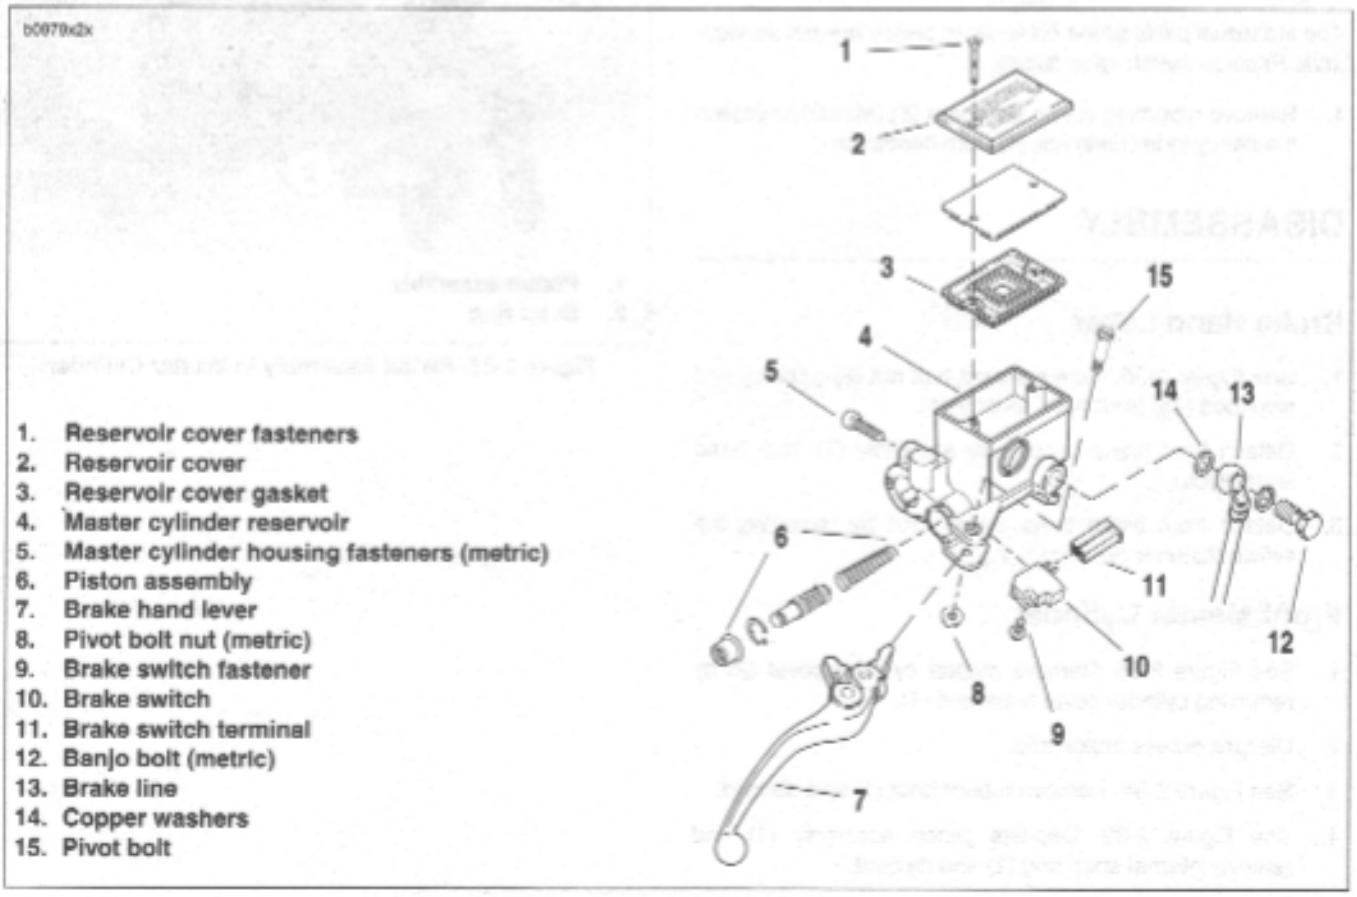

Figure 2-35. Front Brake Hand Lever Assembly
2. See Figure 2-35. Remove the banjo bolt (12) (metric) and two copper washers (14) to disconnect brake line (13) from master cylinder (4). Discard copper washers.
3. Unplug terminal (11) to detach brake lamp switch (10).
1. See Figure 2-35. Remove pivot bolt nut (8) (metric) and pivot bolt (15) from hand lever pivot.
2. Detach front brake hand lever assembly (7) from hand lever pivot.
3. Detach front brake lamp switch (10) by removing the switch fastener (9).
1. See Figure 2-35. Remove master cylinder cover (2) by removing cylinder cover fasteners (1).
4. See Figure 2-35. Insert piston assembly (6), spring first, into master cylinder reservoir (4).
1. See Figure 2-35. Lubricate pivot bolt (15) with LOCTITE ANTI-SEIZE.
2. Align hole in hand lever (7) with hole in hand lever pivot and install pivot bolt (15) through top of hand lever pivot and tighten to 80-120 **in-lbs** (9-14 Nm).
1. See Figure 2-35. Install front brake lamp switch (10).
a. Install brake lamp switch (10) with switch fastener (9) and tighten to 7-10 **in-lbs** (0.8-1.0 Nm).
b. Connect brake switch terminal (11) to brake lamp switch (10).
3. See Figure 2-35. Connect brake line to master cylinder using two **new** copper washers (14) and banjo bolt (4) (metric) and tighten to 16-20 ft-lbs (22-27 Nm).
5. See Figure 2-35. Remove two master cylinder cover screws (1), cover (2) and cover gasket (3).
9. See Figure 2-35. Attach master cylinder cover (2) and cover gasket (3). Tighten two cover fasteners (1) to 9-13 **in-lbs** (1.0-1.5 Nm).
3. See Figure 2-35. Remove master cylinder banjo bolt (12) (metric) and two copper washers (14) to disconnect brake line from master cylinder (4). Discard copper washers.
1. See Figure 2-35. Connect brake line (13) to master cylinder (4) using two **new** copper washers (14) and a banjo bolt (12) (metric). Loosely install bolt into master cylinder.
5. See Figure 2-35. Tighten master cylinder banjo bolt (12) (metric) to 16-20 ft-lbs (22-27 Nm).